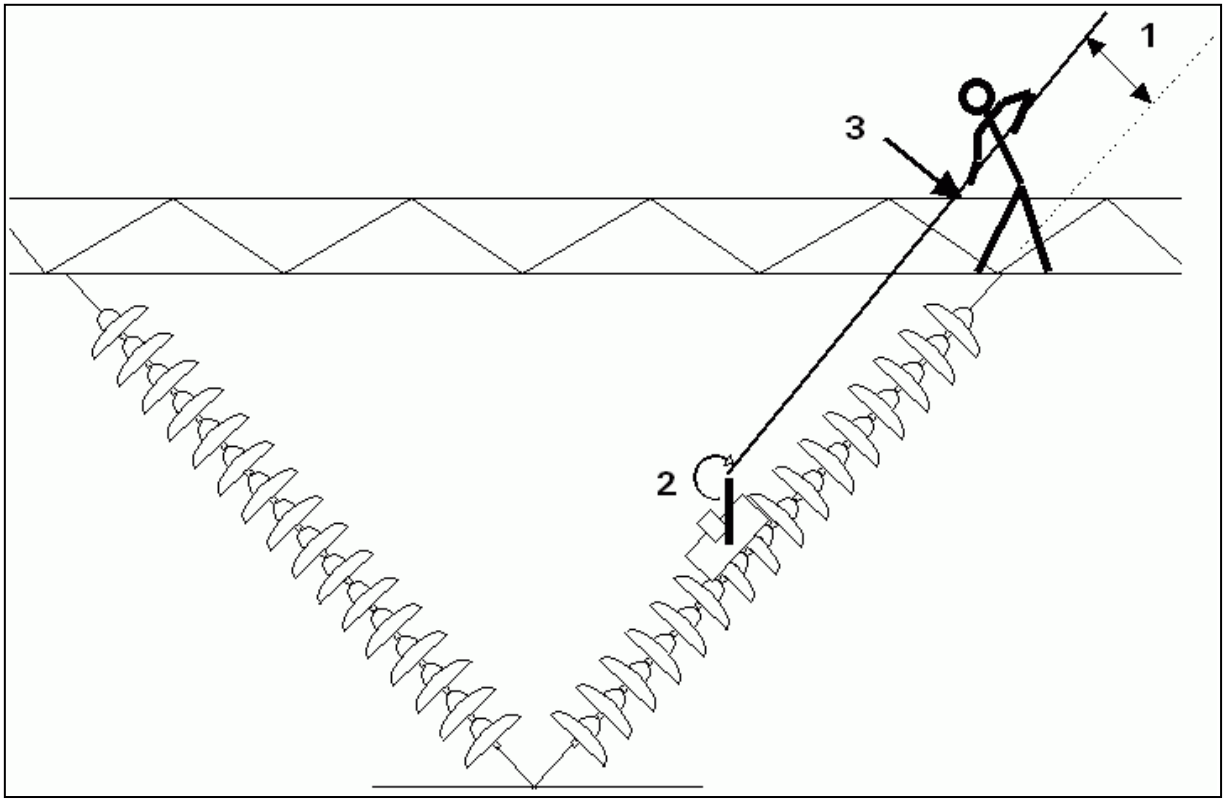

**Figure 24**
1. To facilitate the manipulation, the hot stick should be almost parallel to the string of insulators, per Figure 24.